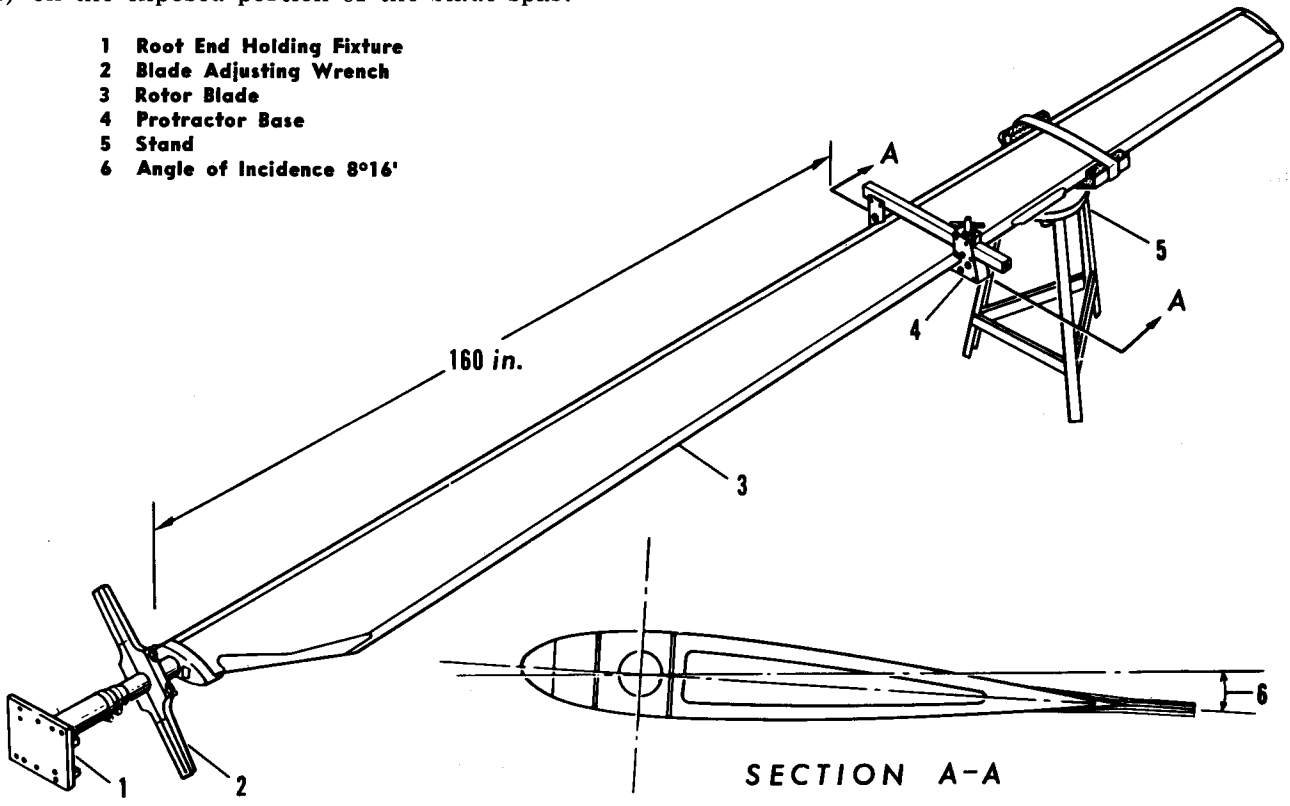

Figure 2-3. Blade Angle Adjustment—Wooden Blade
a. Spread the blade root socket (10) with a spreader (22E5900) and slide it over the blade spar far enough to allow the split sleeve (8) to be placed on the spar end.
b. After the split sleeve (8) is in place, slide the blade root socket (10) back over sleeve until its internal shoulder is tight against the sleeve and the sleeve is against the shoulder on the end of the spar.
c. Install the plug (7) in the end of the root socket and secure it with its retaining bolt (9).
d. Install the two cuff bolts (11) but do not tighten them.
e. Install the blade in the holding fixture (figure 2-3), "snap" the blade to settle the spar in the root socket and split sleeve, and then adjust blade to correct angle of incidence.
2-12. ADJUSTMENT—BLADE ANGLE. (See figure 2-3.) The blades must be adjusted in their root sockets to form the correct angle between the centerline of the blade attachment point (which accommodates the two taper pins) and